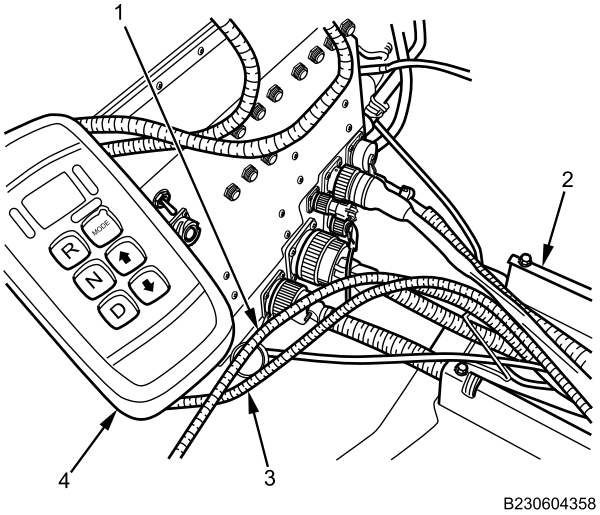

Figure 6. 12V Power Outlet Harness.
12. Follow 12V feed harness (Figure 6, Item 1 and 3) from electrical harness storage duct (Figure 6, Item 2) to driver selector console (Figure 6, Item 4).